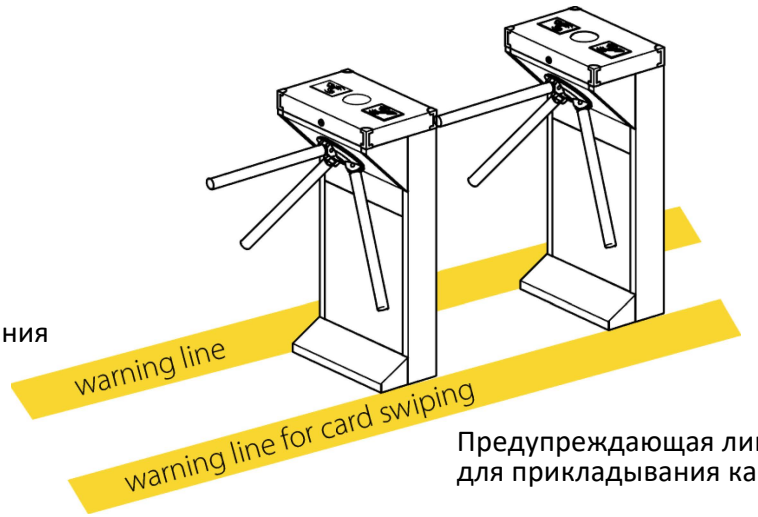

Рисунок 3-2
3. Также рекомендуется обозначить линию для прикладывания карты (см. рисунок 3-2). Линия предупреждения подсказывает пользователям, в какой зоне следует прикладывать карту, что значительно снижает вероятность выхода оборудования из строя из-за неправильных действий.